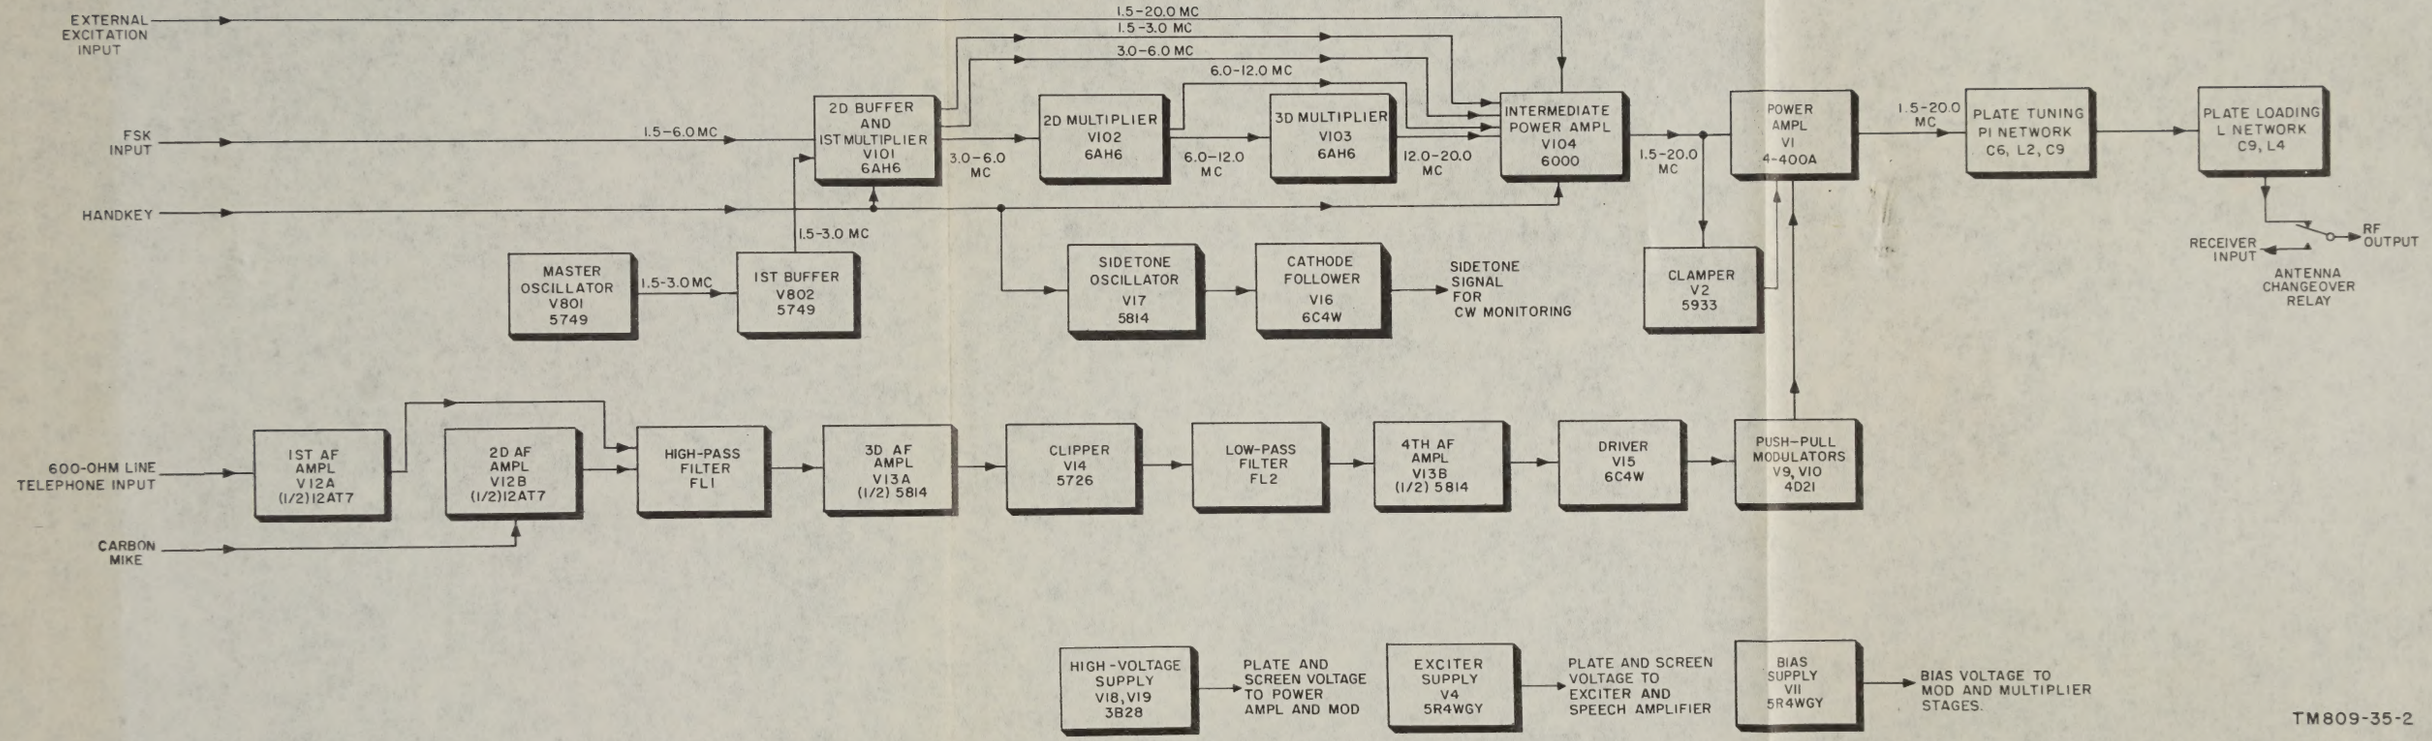
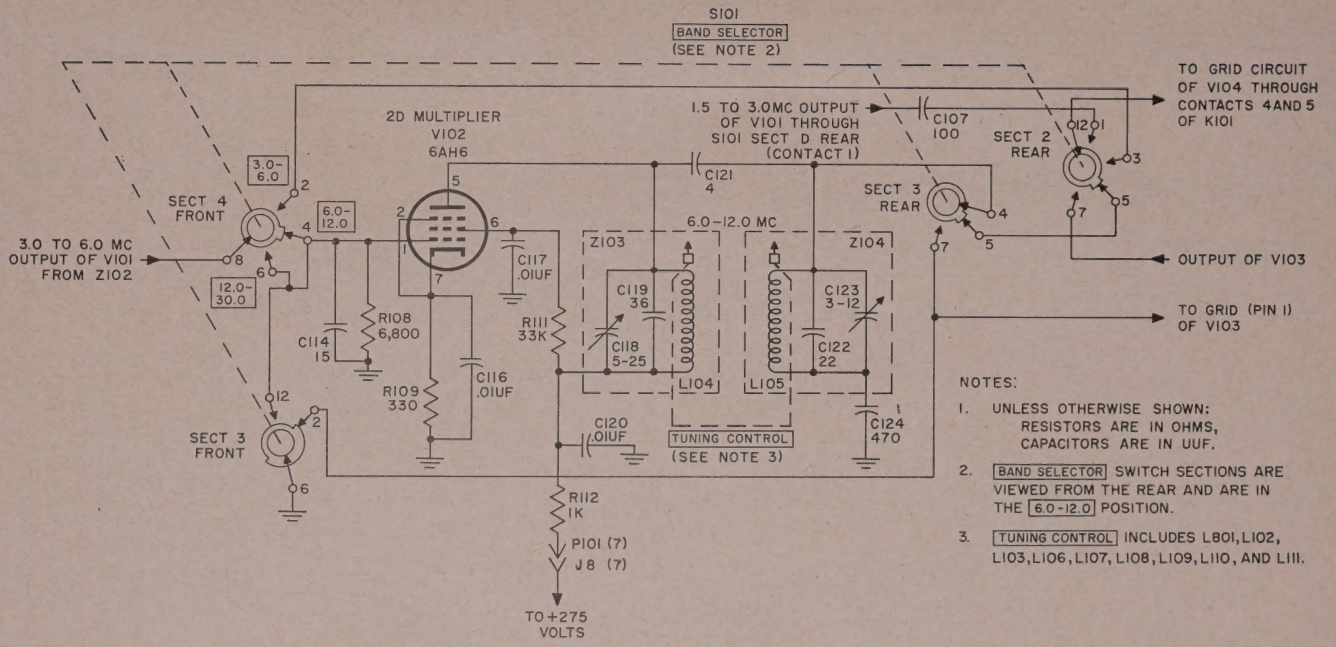

Figure 1. Basic model transmitter, block diagram.
Figure 5. Second multiplier stage.
(figs. 1 and 2)
a. The master oscillator (mo) and first buffer amplifier use two type 5749 tubes, V801 and V802, in circuits which, in the basic and A models, are operative for CW or AM operation only. In the B and C models, these stages are operative in all modes of operation except EXT EXC. Oscillator tuning is ganged with the multiplier stages so that the entire frequency range of 1.5 to 20.0 mc can be covered in four bands by a single control. The output of V801 is fed through a capacitor to the grid of first buffer tube V802. First buffer V802 is an untuned amplifier used to isolate load effects of the succeeding stages on the mo to prevent oscillator drift. In the basic model (fig. 1), the output of V802 is fed to the grid of second buffer and first multiplier tube V101 by a coaxial cable. In the lettered models, by internal recabling (fig. 5, TM 11–809–20), the output of V802 can be applied to Radio Modulator MD–239/GR. This change in signal paths is indicated by the dotted lines in figure 2.
(1) Tubes used for CW and AM operation of the basic and A models and for CW, AM, FSK, and FSK–AM operation of the B and C models are as follows:
a. In the basic model at all times, or in the lettered models when connected for general utility operation, the output of first buffer V802 is received at receptacle J101 through coupling capacitor C809, coaxial cable, and connector P801. In the basic and A models, this output is available only in CW or AM operation. In the B and C models, it is available in all modes of operation except EXT EXC. The buffer output is impressed across a high impedance grid load network consisting of RF choke L101 and resistor R101 in series. Resistor R103 (in series with C101 and C102) is effectively in parallel to the RF choke (with R101) and broadens the stage response. When cabled for use with Radio Modulator MD–239/GR (fig. 5, TM 11–809–20), the fsk output is brought to the grid, pin 1, of V101 from FSK jack J16 by coaxial cable to J101. When cabled for general use, the output of the fsk exciter is connected to V101 from FSK jack J16 by coaxial cable through connec-
(fig. 5)